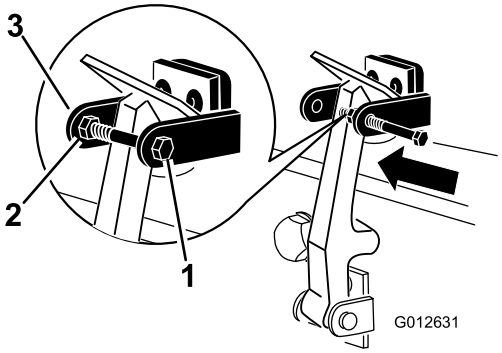

Figuur 9
7. Schroef de bout in de andere arm van de vergrendelbeugel om de sluiting te vergrendelen (Figuur 9). De bout stevig aandraaien, maar de moer niet.